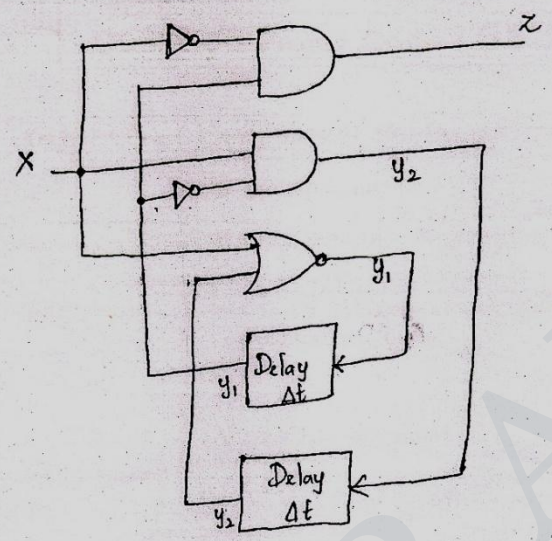

Figure 2
(ii) Derive the flow table for the circuit given in the figure 2. (8)